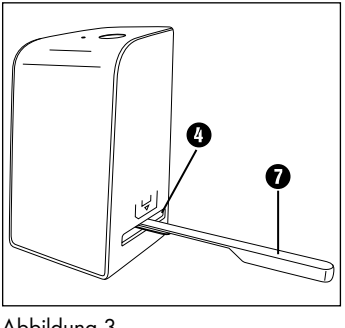

Abbildung 3
- Reinigen Sie die Oberfläche der Hintergrundbeleuchtung im Inneren des Gerätes mit der Reinigungsbürste ❼. Schieben Sie dazu die Reinigungsbürste mit der Reinigungsfläche nach unten nur in den rechten Einschub ❹ (siehe Abbildung 3).